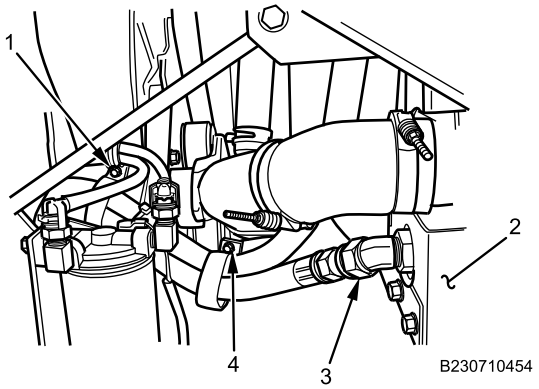

Figure 4. Upper Retainer and Hose.
5. Remove transmission cooler hose bracket bolt (Figure 4, Item 1).
6. Remove upper retainer nut (Figure 4, Item 4) near radiator (Figure 4, Item 2).
7. Remove fitting (Figure 4, Item 3) securing lower cooler hose to radiator (Figure 4, Item 2). Remove and discard O-ring.